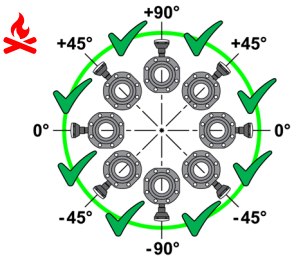

Fig.14
- **Applications de chauffage:** le débitmètre peut être orienté avec des inclinaisons comprises entre +90° et -90° (***Fig.14***);